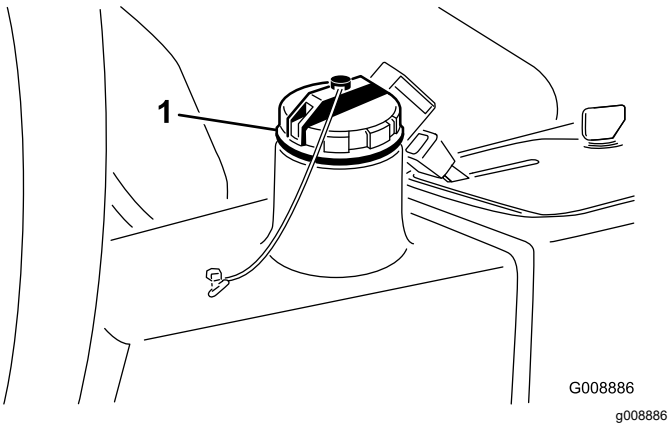

Figur 78
4. Fyld beholderen (Figur 78) med ca. 13,2 l hydraulikvæske. Se Kontrol af hydrauliksystemet (side 21).